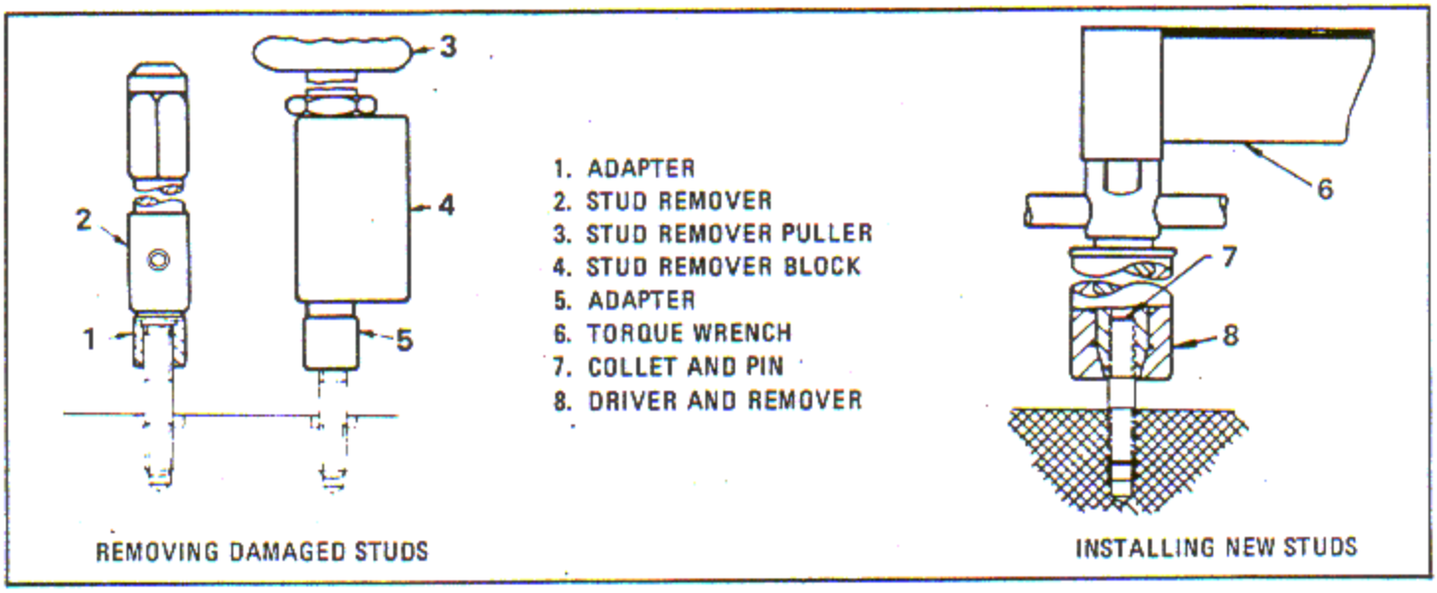

Figure 6-30. Removing Bent or Damaged Studs and Installing New Studs
6-211. Remove Bent or Damaged Studs. Place the proper adapter (1, figure 6-30) in the stud remover (2). Place this adapter on the stud being removed and drive down over the threads as shown. Then remove the stud by turning the stud remover with a wrench. If the threads in the case pickup and the stud remover cannot be turned, remove the stud remover from the adapter. Place the stud remover block (4) on the adapter. Screw a suitable puller (3) into the stud remover block and remove the adapter from the stud. Cut off stud close to case and remove stud as directed in previous operations for broken studs.
a. Select the proper size stud and install with the proper driver. See figure 6-30.